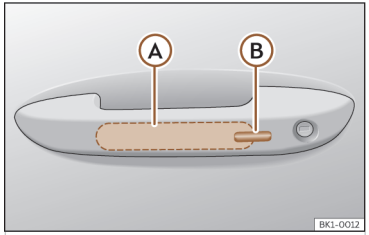

Fig. 69 Manecilla de la puerta: superficies sensoras.
››› fig. 69
- Toque la superficie sensora ››› fig. 69 Ⓑ situada en el lado exterior de la manilla de la puerta. Todos los intermitentes parpadean una vez.
- Antes de que transcurran 5 segundos, toque una vez el sensor del lado exterior de la manilla de la puerta ››› **fig. 69** Ⓑ. Al hacerlo, no agarre la manilla. El sistema Keyless Access queda desactivado temporalmente.
Para **cerrar con la función de confort** todas las ventanillas eléctricas y el techo de cristal, mantenga un dedo durante unos segundos sobre la superficie sensora de bloqueo ››› **fig. 69** Ⓑ de la manecilla de la puerta hasta que se hayan cerrado las ventanillas y el techo.